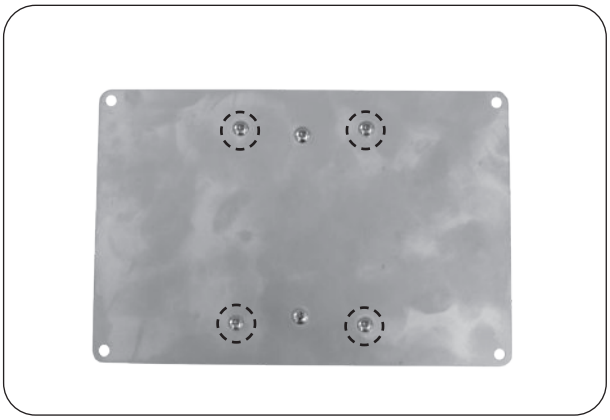

Fig. 41-3 Remove 4 small screws
4. Remove the 4 small screws found on the cover of the power supply box (see Fig. 41-3).